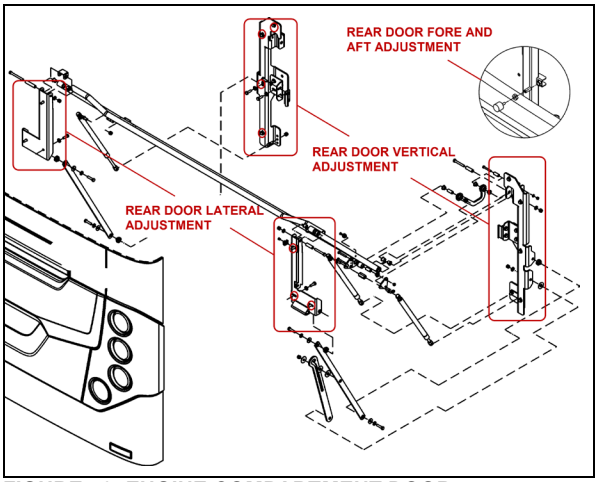

**FIGURE 46: ENGINE COMPARTMENT DOOR** 18633_1
1. To adjust the door VERTICAL position, loosen the bolts (4 on each side) holding the door supporting arm and gas springs bracket to the *vehicle structure* (Figure 46).
2. To adjust the door LATERAL position, loosen the bolts (3 on each side) holding the door supporting arm and gas springs bracket to the *door* (Figure 46).
3. Adjust the door FORE & AFT position by screwing/unscrewing the rubber door stops on each side of the door opening (Figure 46).